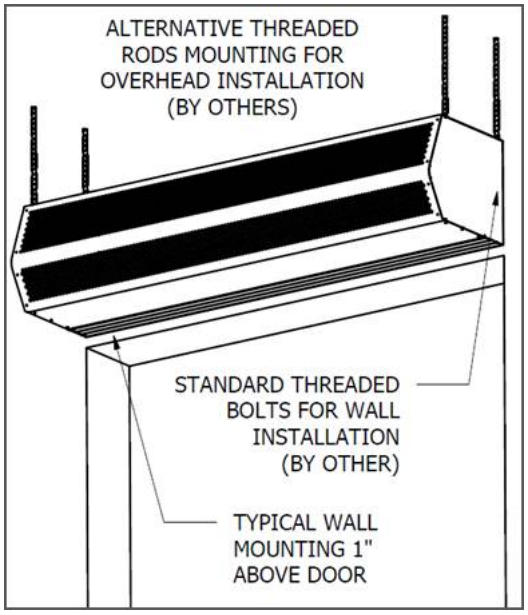

FIG. 1
3. Total of two (2) key-hole slots and six (6) pre-punched mounting holes are provided for your convenience. The 7/16" pre-punched holes (4) provided, (2) on each end for top/celling mounts. The 1/2" key-hole slot and 7/16" pre-punched hole (2) provided, (2) on each end for wall mounts. These holes must be utilized to secure the product to the wall or ceiling. If necessary, holes may be drilled inside the product to align with the stud spacing. All hardware is field provided by others.
4. Mount the product such that the discharge is 1" above the opening and all obstacles. (FIG. 1)
5. Use four (4) threaded rods for overhead installation or four (4) threaded bolts for wall installation. All hardware is field provided by others. (FIG. 1)